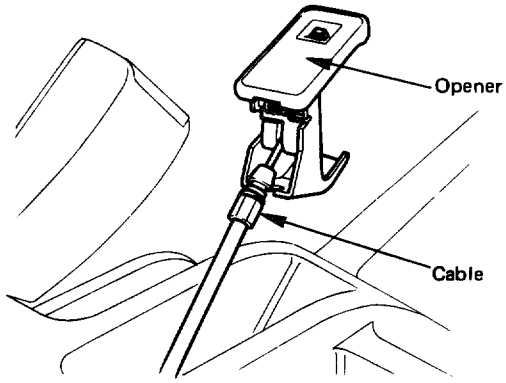

Fig. 10-4
- Remove fuel filler lid opener and disconnect the cable.(Fig.10-4)